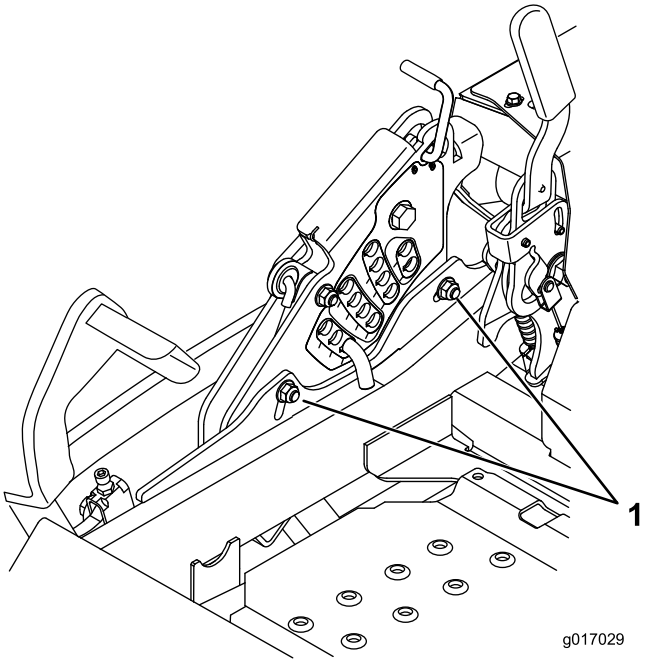

**Figuur 88**
12. Om het enkelpuntssysteem af te stellen, moet u de twee bouten onderaan de maaihoogteplaat losdraaien. Zie Figuur 88.
14. Draai de twee bouten aan de onderzijde van de maaihoogteplaat vast (Figuur 88). Vastdraaien met een torsie van 37-45 Nm.